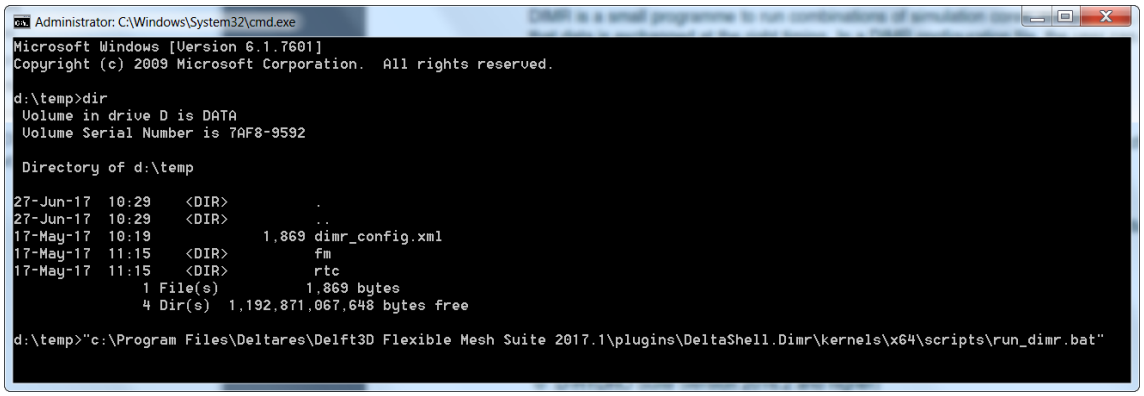

Figure 2.1: *Console example for running DIMR*
- Open a console/command box in the directory where you placed your exported model. The DIMR configuration file should be in this directory, see Figure 2.1